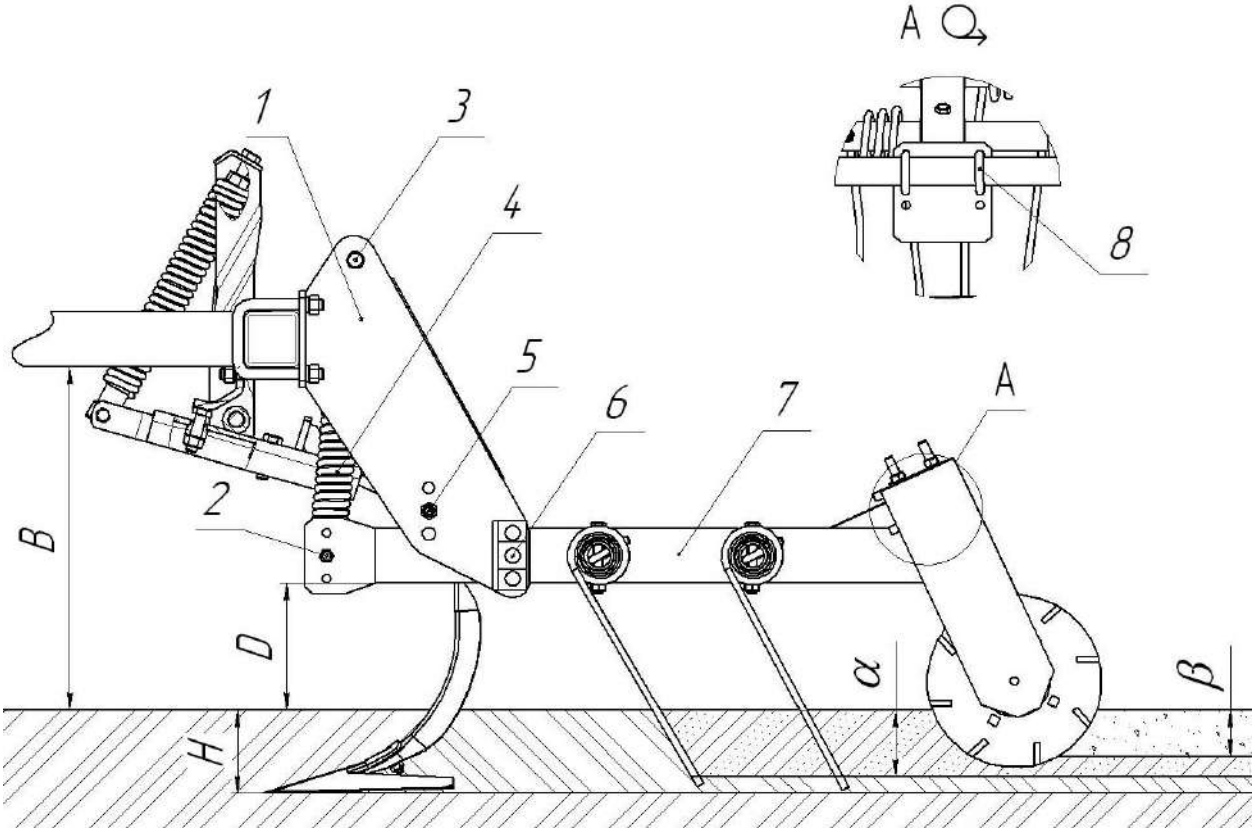

Рисунок 19 – Регулировка положения шлейфа
Давление катка на почву регулируется натяжителем 4 (рисунок 19) при помощи регулировочного болта 3.
Шлейф (рисунок 19) устанавливается на раме (рисунок 4**)** культиватора при помощи хомутов с гайками. Расстановка шлейфов на культиваторе производится в соответствии с приложением Е**.**
8.1.2. Техническое обслуживание по окончанию эксплуатационной обкатки: осмотреть и очистить культиватор; проверить гидросистему и при обнаружении течи масла устранить неисправность; проверить и, при необходимости, подтянуть болтовые соединения; при необходимости, смазать составные части культиватора, согласно таблице 3 и схеме смазки (рисунок 19); обнаруженные неисправности должны быть устранены.	Один раз после эксплуатационной обкатки